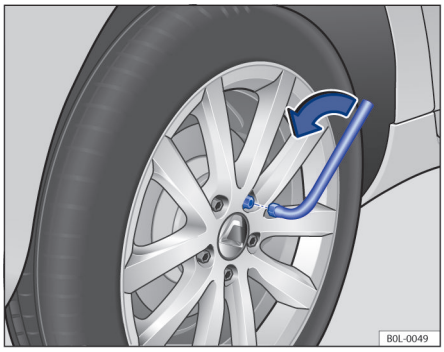

图 152 更换车轮：用车轮螺栓套筒扳手拆卸车轮螺栓
– 用车轮螺栓套筒扳手拧下已拧松的车轮螺栓 →图 152，将拆下的螺栓置于干净表面。